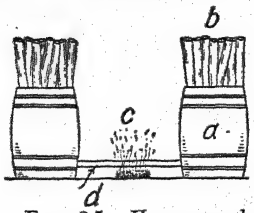

FIG. 35.—Homemade fence-post-treating apparatus. *a*. Barrels. *b*. Fence posts. *c*. Fire. *d*. Iron pipe.
Methods of Treating.—There are three general methods of applying preservatives to wood: namely, (1) the superficial methods, as brushing, spraying on the surface, and dipping; (2) hot and cold baths; and (3) pressure. The brushing and spraying methods are not very efficient, because only the surface is covered. They are sometimes used for treating the ends of poles, posts, and other utilities where the more expensive treatment by pressure would not be practicable (Figs. 35, 36).